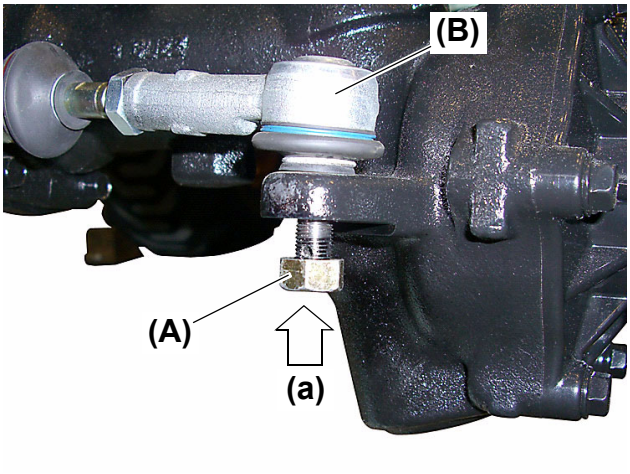

Fig. 3
4. Tap the nut **(Fig. 3, (A))** of the tie rod **(Fig. 3, (B))** with a hammer.
- To make sure that hammering the bolt of the tie rod **(Fig. 3, (B))** does not damage its threads, remove the M12 castle nut and screw a common M12 nut onto the bolt of the tie rod **(Fig. 3, (B))** only a few turns, and then tap the common M12 nut with the hammer.
5. Remove the tie rod **(Fig. 3, (B))**.